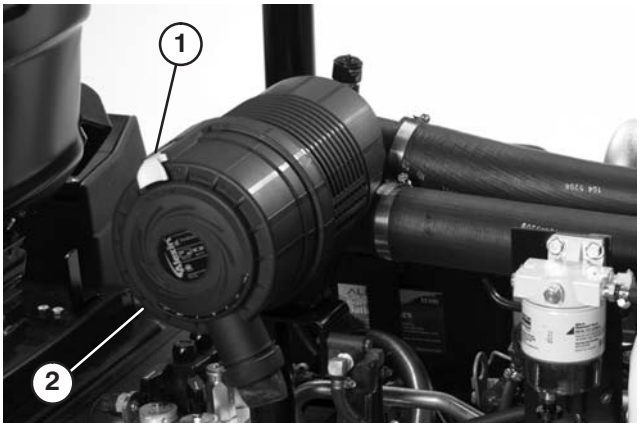

Bild 44
1. Lösen Sie die Laschen, mit denen die Abdeckung am Luftfilterkörper befestigt ist (Bild 44). Nehmen Sie die Abdeckung vom Körper ab. Reinigen Sie die Innenseite der Luftfilterabdeckung.